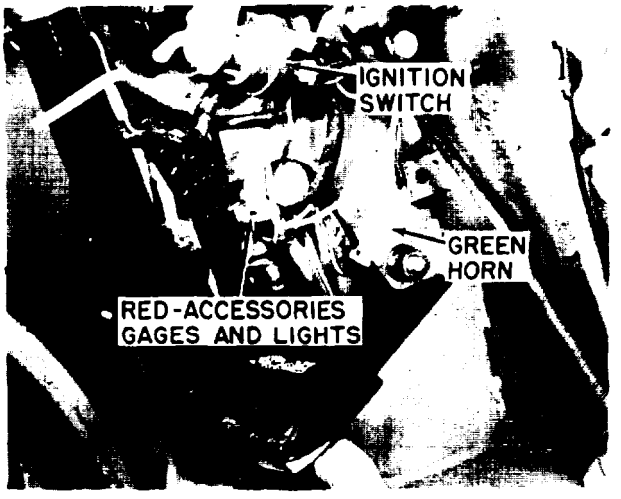

Figure 4-72. Fuses and Underdash Wiring
d. Access to the fuses may be gained through removal of the underdash cowling. Fuses are identified in figure 4-72.